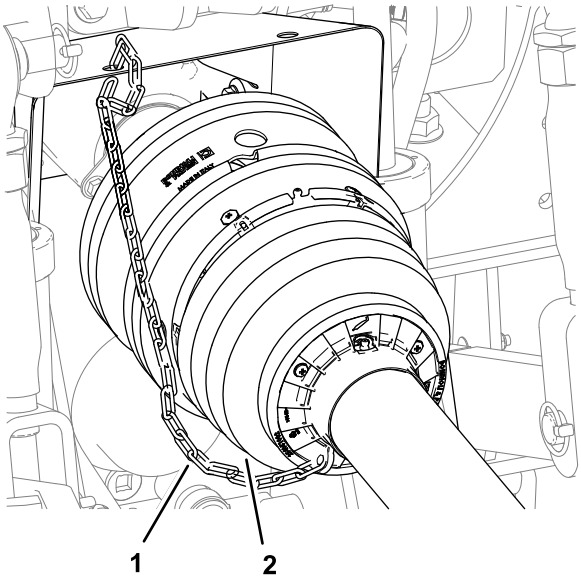

Figuur 17
5. Controleer of de ketting is gemonteerd tussen het voorste scherm van de aftakas en een stationair gedeelte op het trekvoertuig (Figuur 17).